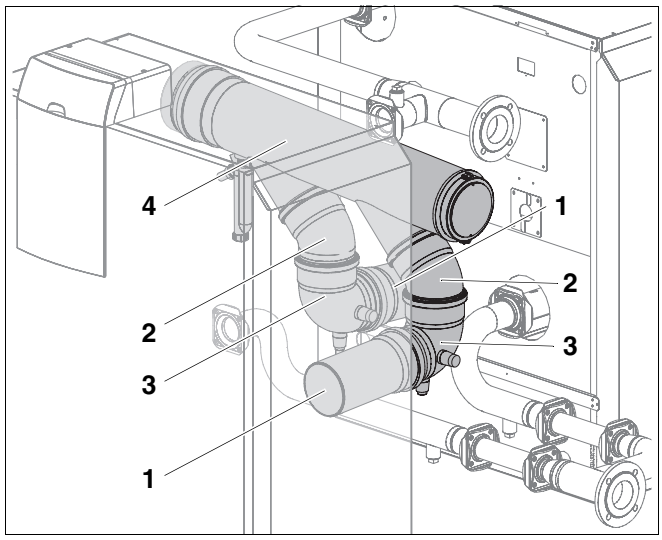

Fig. 7 Installing the flue pipes for 180, 240 or 320 kW dual boilers
- Apply lubricating grease to pipe sections (Fig. 7, **Item 1**) at the connection points and insert in the flue gas connection of the two boilers.
- Apply lubricating grease to 87° pipe bends (Fig. 7, **Item 3**) at the connection points and push one pipe bend over each pipe section (Fig. 7, **Item 1**) (the coupling points upwards).
If the flue gas header is to be fitted above the pipework, an extension (1 m pipe section is not part of the scope of supply) can be fitted to the 87° pipe bend (Fig. 7, **Item 3**). In this case, follow the installation instructions for 400 to 560 kW boilers (see section 3.2).
- Apply lubricating grease to 45° pipe bends (Fig. 7, **Item 2**) at the connection points and push over the two lower pipe stubs on the flue gas header (Fig. 7, **Item 4**).
- Push the flue gas header (Fig. 7, **Item 4**) and 45° pipe bend (Fig. 7, **Item 2**) onto the 87° pipe bend (Fig. 7, **Item 3**) fitted earlier.